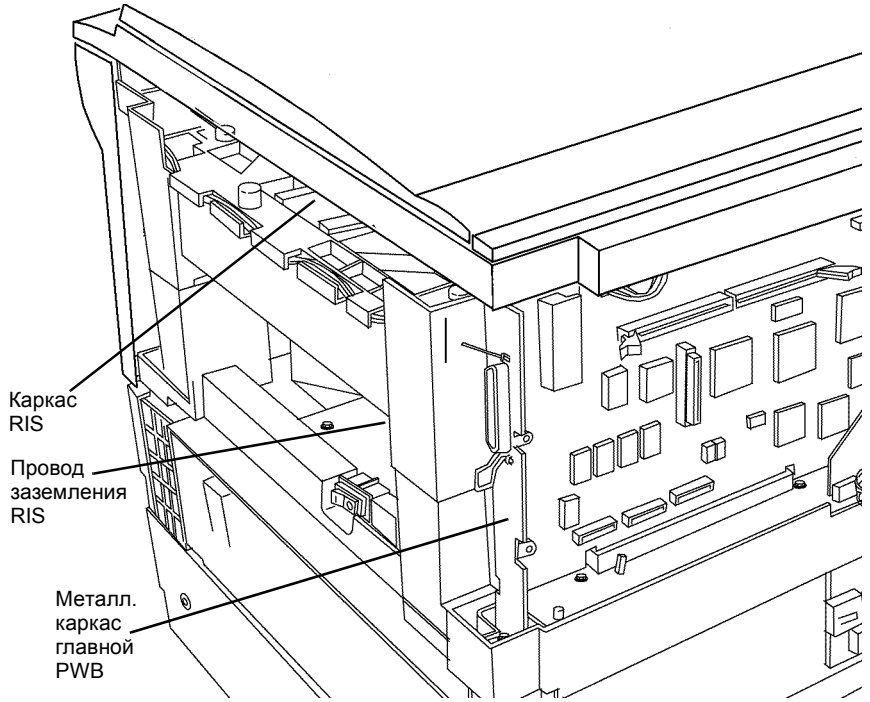

Рисунок 10 Заземление RIS
a. Подсоедините черный щуп мультиметра к металлическому каркасу главной PWB (Рисунок 10).
c. Подсоедините красный щуп мультиметра к контакту заземления копи-картриджа (Рисунок 10).
b. Подсоедините красный щуп мультиметра к металлическому каркасу RIS (Рисунок 10).
c. Проверьте, что провод заземления RIS подсоединен к клемме заземления RIS (Рисунок 10).
j. Ослабьте и вновь затяните винты (2) PWB управления лотка 2.